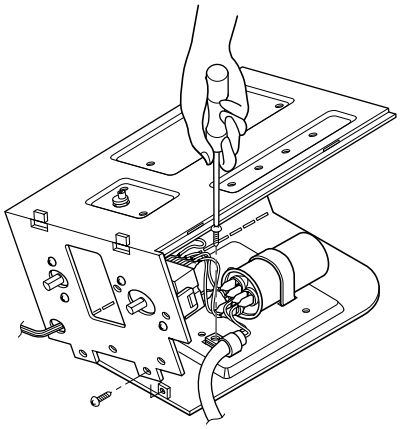

**Figure 12**
6. Pull the power cord. (See Fig. 12)